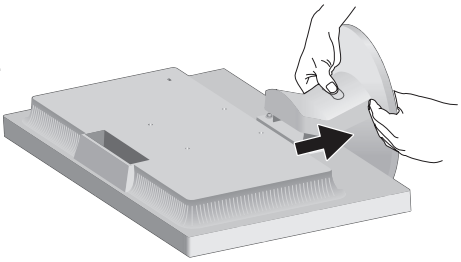

Figura R.4
2. Con el dedo, presione el botón para desbloquearlo (**figura R.4**).
3. Sin dejar de pulsar el botón, extraiga la base del soporte (**figura R.4**).